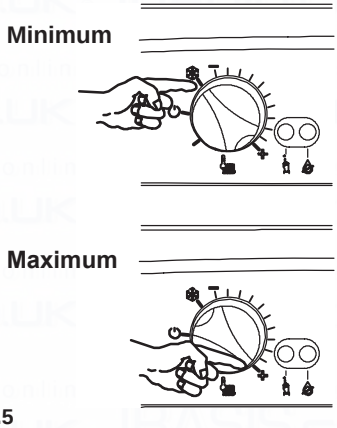

Fig. 2.5
The output temperature of c.h.water is adjustable from a minimum of about 40°C to a maximum of about 85°C (Fig. 2.5), by turning the function selector (7).